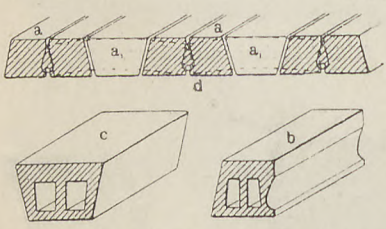

Fig 101.
2. Anker-Dübeldecke, von Höfchen u. Peschke-Berlin, Fig. 101, besteht aus einem System von steinernen Tragbalken und von Widerlagern b mit kleineren Zwischenfeldern, die durch die Keilsteine c geschlossen werden. So entstehen kleine horizontale Kappenfelder zwischen eisernen Trägern. Zwischen den Widerlagssteinen bei d können eiserne Anker eingebettet werden, die gegen die eisernen Träger laufen und an den Trägerstegen rechtwinklig aufgebogen werden. Diese Rundeisen von 5 mm Stärke wiederholen sich in Abständen von 36 cm. Laut Vorschrift des Berliner Polizeipräsidiums ist festgesetzt: